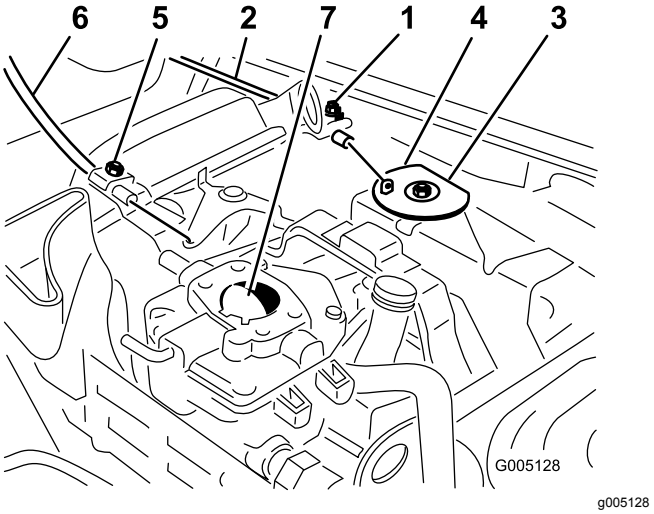

Figur 47
1. Løsn kabeltilspændingsskruen, der fastgør kablet til motoren (Figur 47).
3. Hiv bestemt i gashåndtagskablet, indtil bagsiden af drejeleddet er i kontakt med stop (Figur 47).
3. Træk kraftigt i chokerkablet, indtil chokerventilen er helt lukket. Stram dernæst kabeltilspændingsskruen (Figur 47).